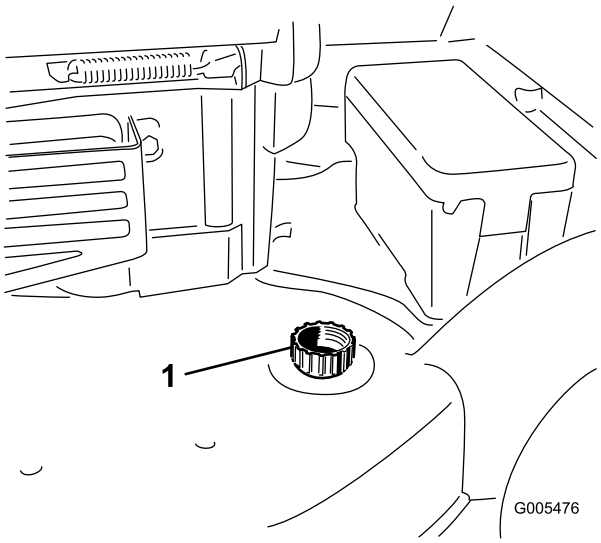

Figur 43
3. Anslut en trädgårdsslang, som är ansluten till en vattenkälla, till tvättanslutningen på klipparkåpan (Figur 43).